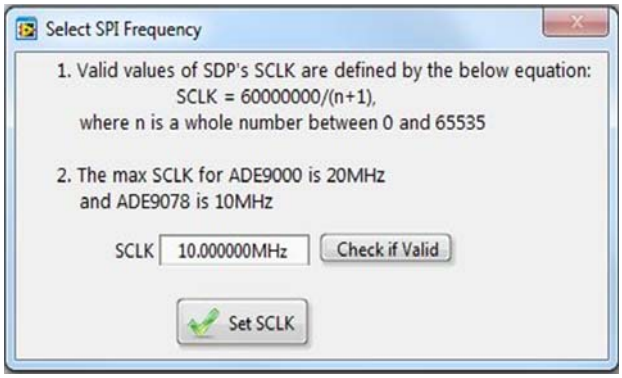

*Figure 11. Clicking the **Set SCLK** Button on the SDP*
1. **Set SCLK.** Clicking this button opens a window, as shown in Figure 11. Set the SPI clock frequency for communication between the ADE9078 and the Blackfin microcontroller unit (SDP) using this window. The intended SCLK frequency value is entered on the SCLK control and the **Check if Valid** button is clicked. Clicking the **Check if Valid** button rounds off the clock frequency to the closest possible setting that is possible in the Blackfin microcontroller unit. Finally, the **Set SCLK** button is clicked to set the SCLK frequency in the Blackfin microcontroller unit and the window closes.